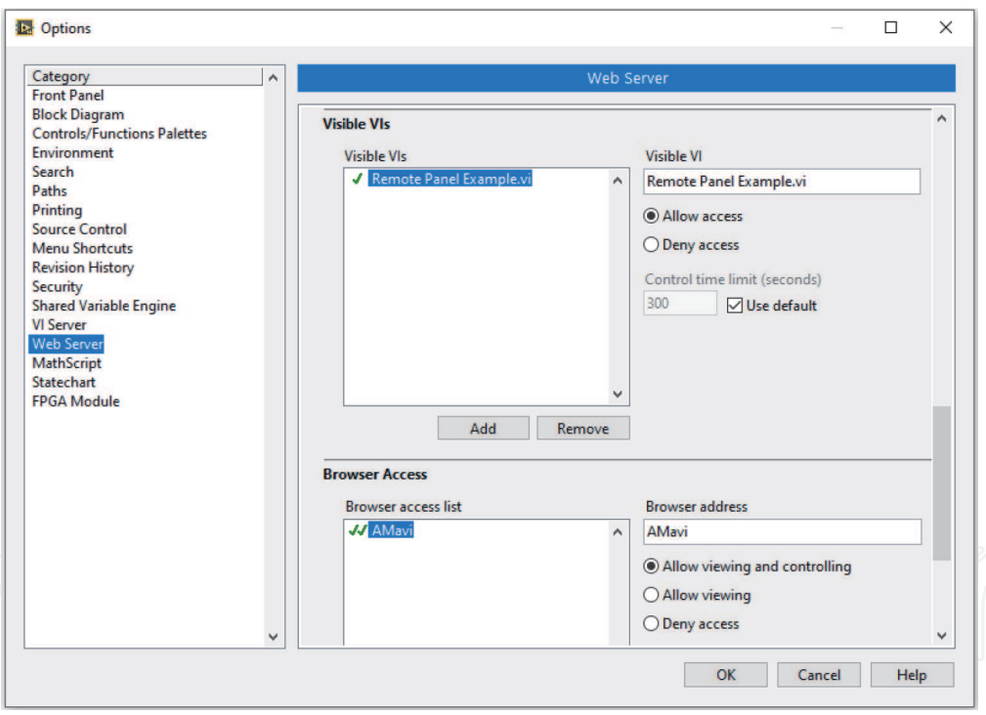

Figure 22.
4. Under the **Visible VIs** section, enter the name of the VI (Remote Panel Example.vi) in the **Visible VI** field and press the **Add** button (**Figure 22**).
5. Under the **Browse Access** section, enter the network name of the computer and press the **Add** button. Allow viewing and controlling option must be selected (**Figure 22**).